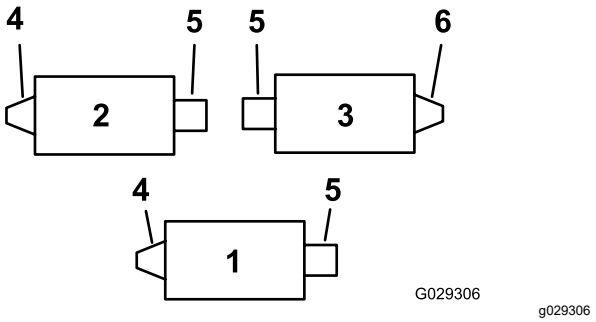
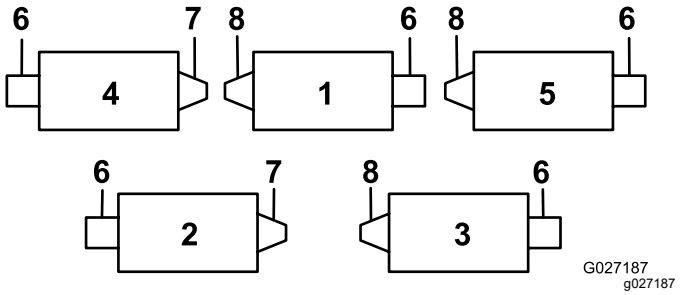
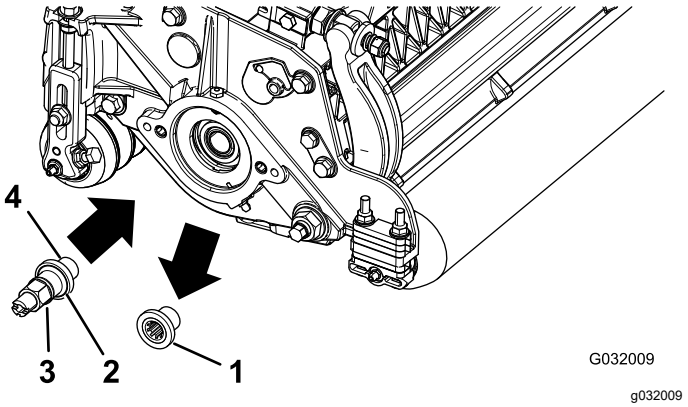
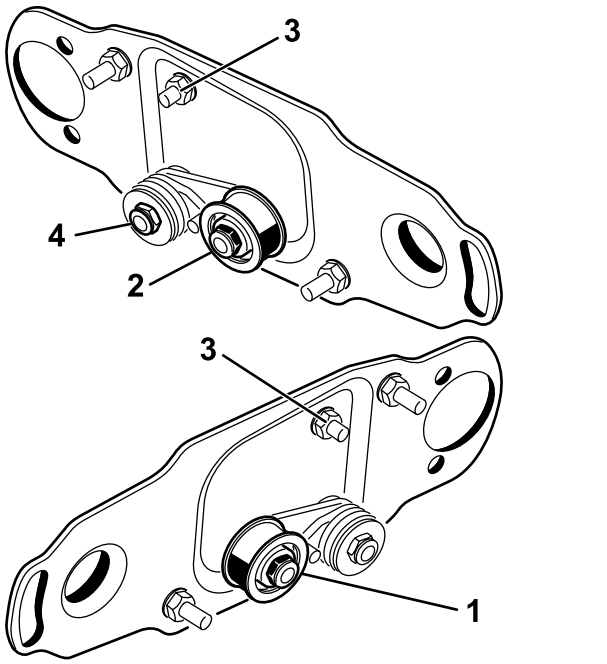

Figura 1
Figura 2
Figura 3
Figura 6
Utilize Figura 1 para determinar a posição das escovas dos rolos e motores dos cilindros do Reelmaster 3100-D ou Figura 2 para um Reelmaster 7000-D.
2. Retire o inserto roscado da unidade de corte da transmissão da escova do rolo traseiro (Figura 1 e Figura 2) e deite-o fora (Figura 3).
Nota: Os insertos do lado esquerdo encontram-se na unidades de corte Reelmaster 3100 n.º 1 e 2 (Figura 1) e Reelmaster 7000 n.º 1, nº 3 e n.º 5 (Figura 2).
4. Aplique adesivo de roscas nas roscas do eixo de transmissão (Figura 3) e instale o veio, apertando-o a 115 a 128 N·m.
Nota: As transmissões do lado direito encontram-se na unidades de corte Reelmaster 3100 n.º 3 (Figura 1), Reelmaster 7000 n.º 2 e n.º 4 (Figura 2).
Nas transmissões da escova do rolo traseiro do lado direito (Figura 1 e Figura 2), inverta o conjunto da polia intermédia para montar na **extremidade direita** da unidade de corte (Figura 6), da seguinte forma:
1. Remova a estrutura da polia intermédia da extremidade esquerda da unidade de corte e monte-a no orifício inferior na placa da escova na extremidade direita da unidade de corte (Figura 6).
2. Retire o parafuso e porca da carroçaria e coloque-os no orifício superior previamente ocupado com a estrutura da polia intermédia (Figura 6).